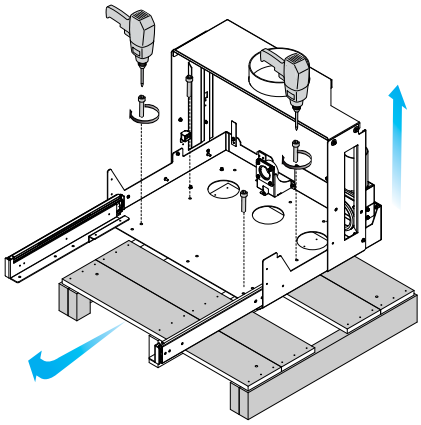

Abb. 6.1.7
7) Entfernen Sie die Befestigungsschrauben des Bodens und ziehen Sie die Palette heraus (Abb. 6.1.7).